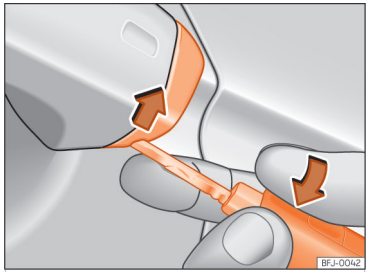

Abb. 52 Fahrertürgriff: Abdeckkappe abhebeln.
- Den Schlüsselbart am Fahrertürgriff in die untere Öffnung der Abdeckkappe stecken und die Abdeckkappe von unten nach oben anheben ››› (Abb. 52).